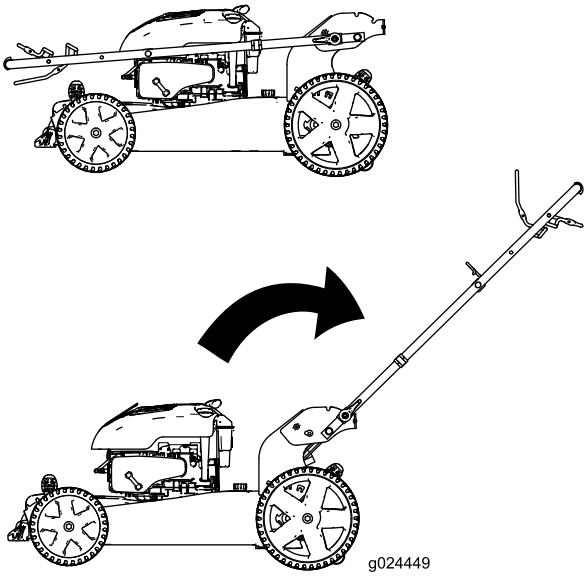

Figur 3
1. Flyt håndtaget bagud i betjeningspositionen (Figur 3).